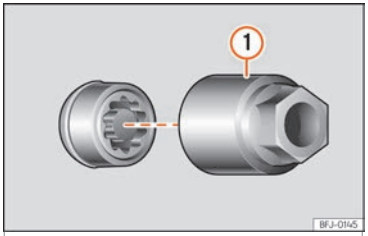

Fig. 34 Boulon antivol de roue avec capuchon et adaptateur.
- Encastrez l'adaptateur spécial ››› **fig. 34** ① (outillage de bord ››› **page 47**) sur le boulon de roue antivol jusqu'à la butée.